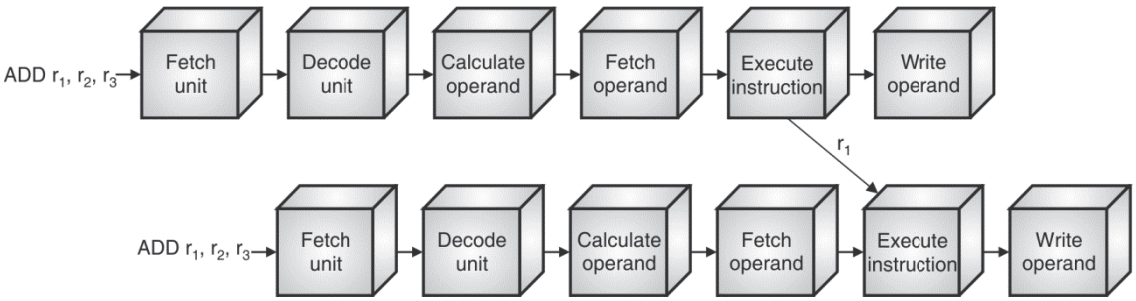

Fig. 2.9.1 : Data or Operand forwarding mechanism in pipelining for resolving a data hazard
- We will notice that the destination of instruction 1 is the source for instruction 2. In this case the LAU stage or the execution stage of the pipeline will forward the data to the next instruction as shown in the Fig. 2.9.1. The Fig. 2.9.1 assumes that the system is 6 stage pipelined system.
- As shown in Fig. 2.9.1 the data i.e. the value of register r1 is passed from the first instruction to the second instruction. Actually the value of the register r1 is updated by the write operand stage of the first instruction. But, before that the same is required by the execute stage of second instruction. Hence the value of this register is passed to the second instruction.